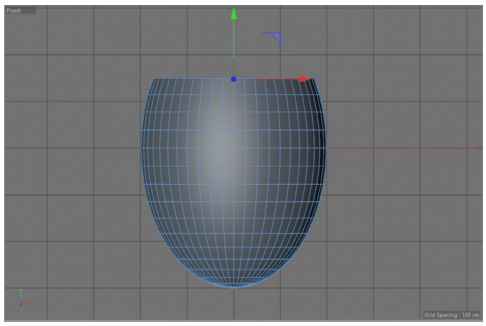

Figure 3-138 *Selected polygons moved downward*
8. Choose the **Move** tool from the Command Palette and move the selected polygons downward, as shown in Figure 3-138.